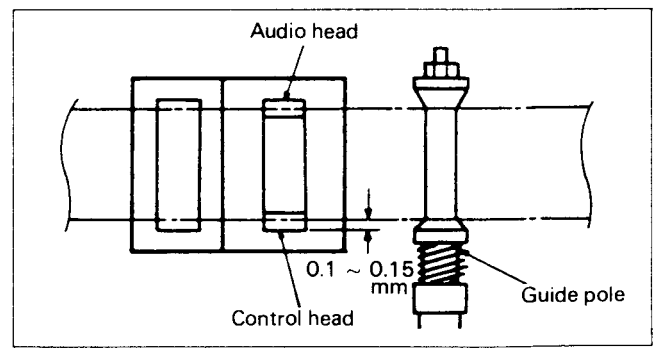

**Fig. 10 Height Adjustment**
5) Remove the adjustment jigs, load a blank tape and set the VTR to the play mode. Check that extreme curling or rising does not occur near the A/C head at this time. When it happens, adjust the tile adjustment hexagonal screw, azimuth adjustment screw and the height adjustment nut again. With the best A/C head height, the bottom end of the tape is approx. 0.1 — 0.15 mm from the bottom of the control head core. (Refer to Fig. 10.)